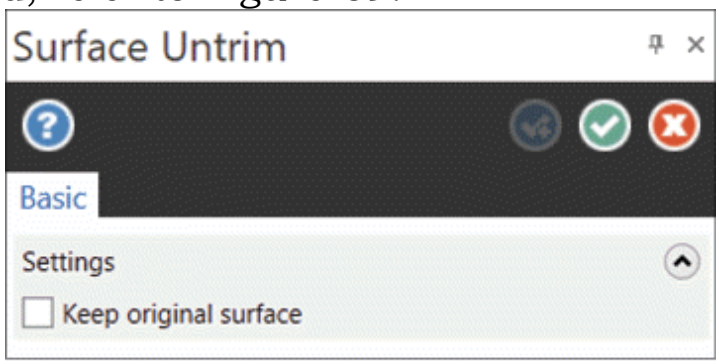

Figure-69. Surface Untrim Manager
- Click on the **Untrim** tool from the **Modify** group in the **Surfaces** tab of the **Ribbon**. The **Surface Untrim Manager** will be displayed; refer to Figure-69.